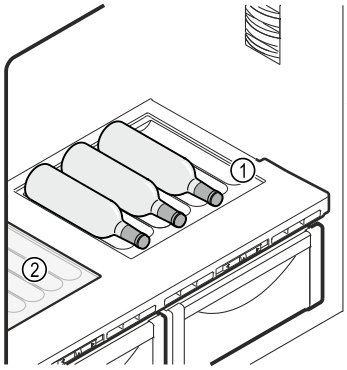

Fig. 57 Reprezentare exemplificatoare
▶ Așezați placa de sticlă în poziție de lucru *Fig. 57 (2)* sub raftul variabil pentru sticle.